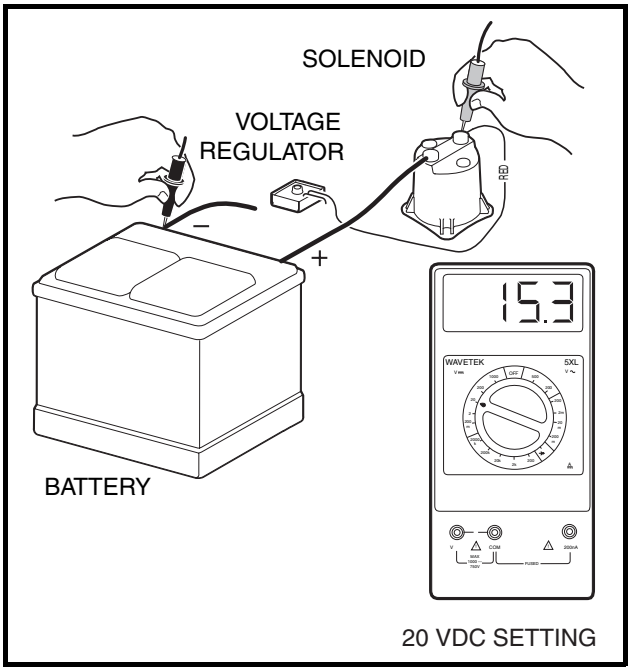

Figure 11-22 Voltage Regulator Test
5. Turn the key switch to the OFF position, killing the engine. Using a multimeter set to 20 volts DC, place the red (+) probe on the large post of the solenoid with the red wire from the voltage regulator attached. Place the black (–) probe on the negative (–) battery post **(Figure 11-22, Page 11-26)**. Turn the key switch to the ON position. Press the accelerator to start the engine and run it at full governed speed. If the reading is between 14.7 and 15.3 volts, the regulator is good. If the reading is lower than 14.7 volts but rising steadily, check battery condition. **See Hydrometer Test on page 11-15.** If the reading is lower than 14.7 volts and not rising, and the starter/generator is good; or if the reading is over 15.3 volts and continues to rise, replace voltage regulator. **See Voltage Regulator Removal, Section 12, Page 12-12.**